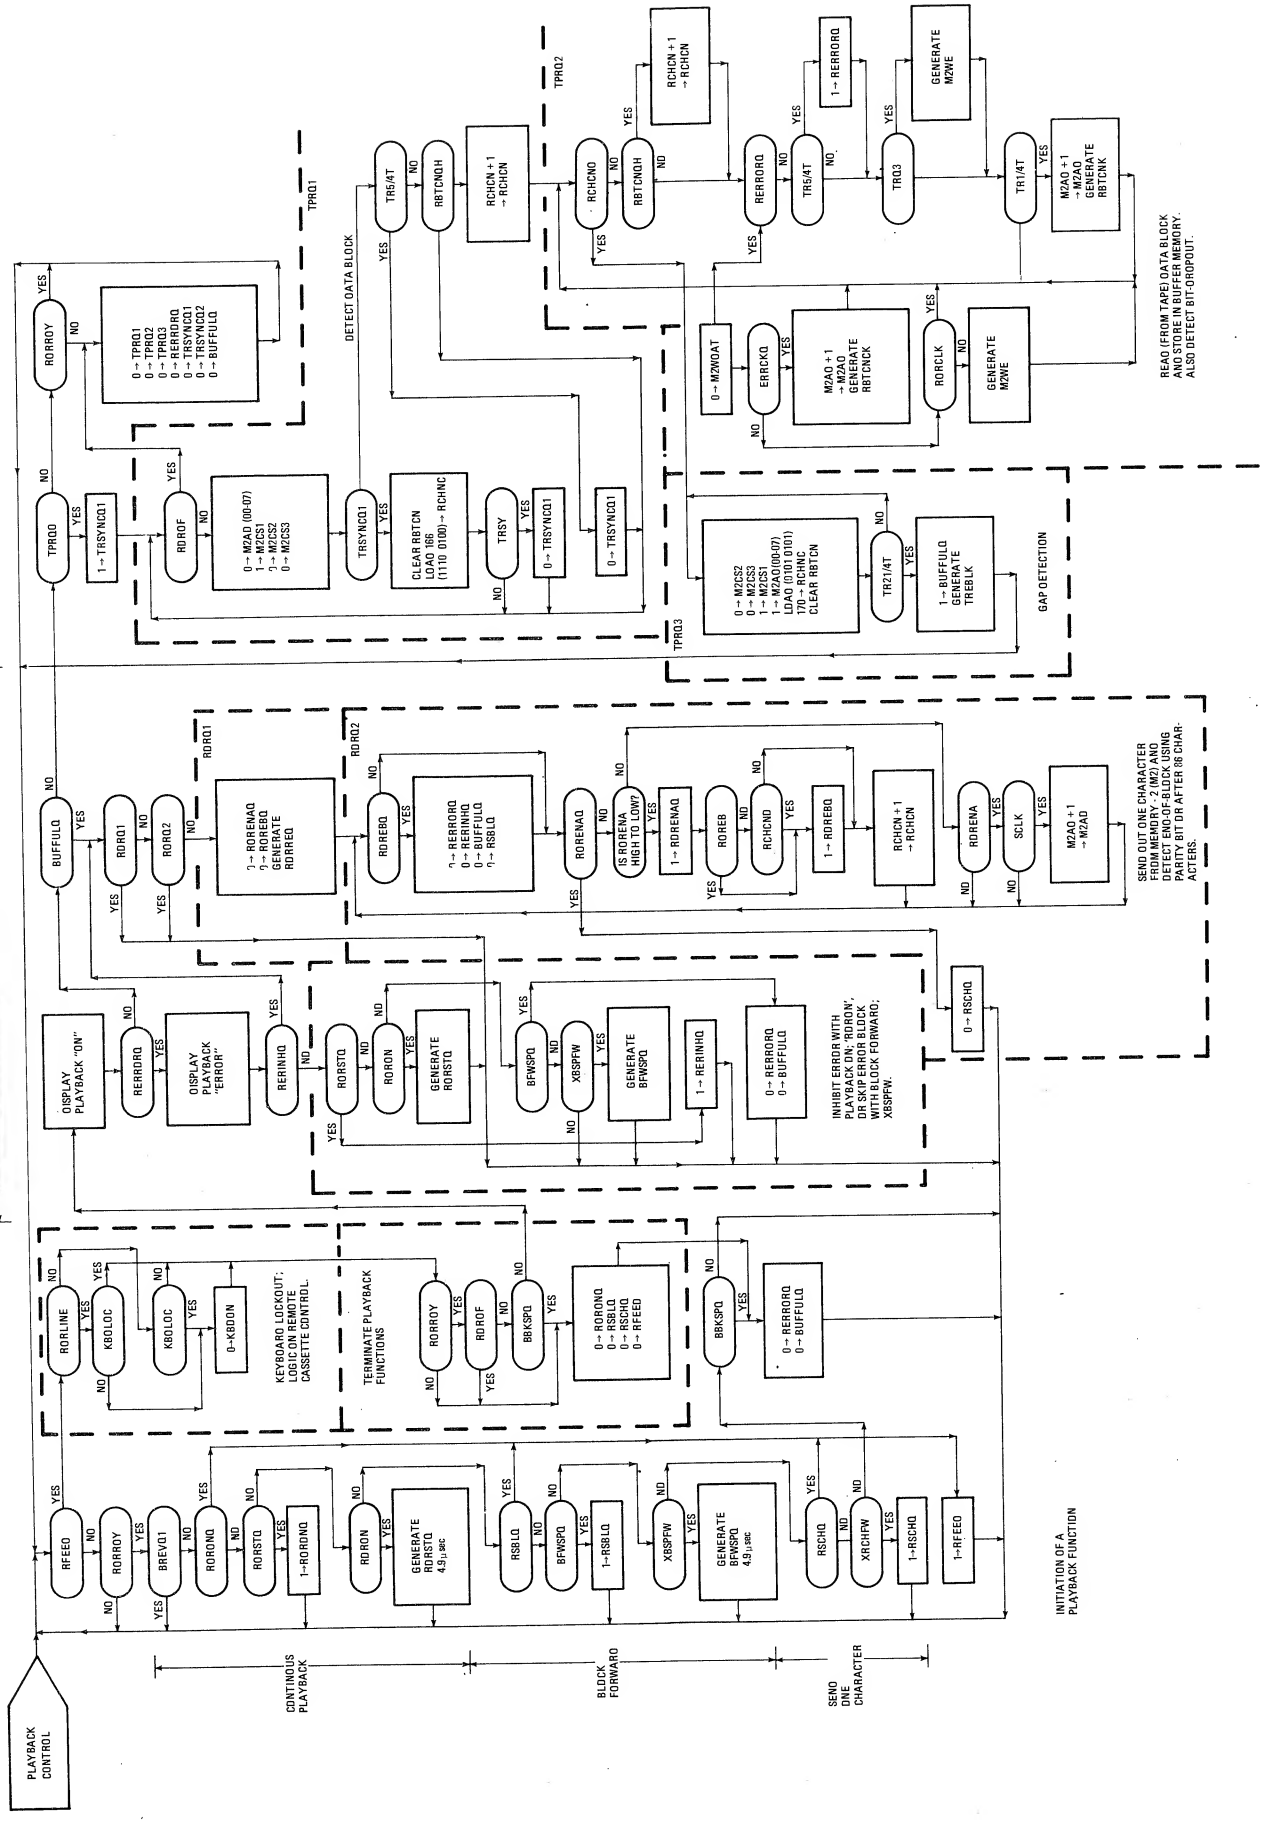

FIGURE 3-8.8. PLAYBACK CONTROL FLOW CHART
3-8.2.1 Reader Controller. The reader controller controls the operative mode of the playback; i.e., continuous run, one block at a time, one character at a time, or one block reverse. Only one of these modes may be operative at one time, and no mode change is possible while one of the modes is already active (playback ON lamp is illuminated). Figure 3-8.8 shows the entire playback function in flow diagram form.
3-8.2.2 Tape Read Controller. The tape read controller does the task of reading a block of data from the magnetic tape and storing in the reader buffer memory (see the flow chart and timing diagram in Figures 3-8.8 and 3-8.9). A block of data is shown in Figure 3-8.10. When the tape read controller detects that the buffer is not full (BUFFULQ=ZERO), it causes the tape transport to start and it searches the tape for the block preamble. Once the controller senses the first flux change of the phase-encoded (PE) data, a timer starts which produces a clock at exactly 1/4T (see figure 3-8.11 for PE data timing). If the first bit has remained good for at least 1/4T (time), a flipflop is set which inhibits the read circuit from resetting until the whole block is read. After the first preamble bit is sensed as good (true data), the next 7 bits of the preamble then must be detected. After the eighth bit of the preamble is detected, the reader buffer memory is enabled and data is entered into the buffer memory in the following order: